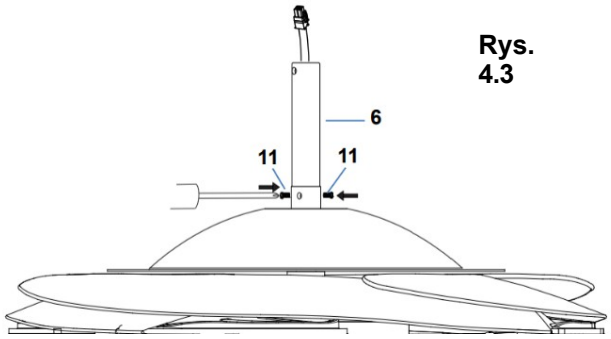

Rys. 4.4
5. Zabezpieczyć drążek dolny (6), dokręcając śruby ustalające (11). (Rys. 4.4)